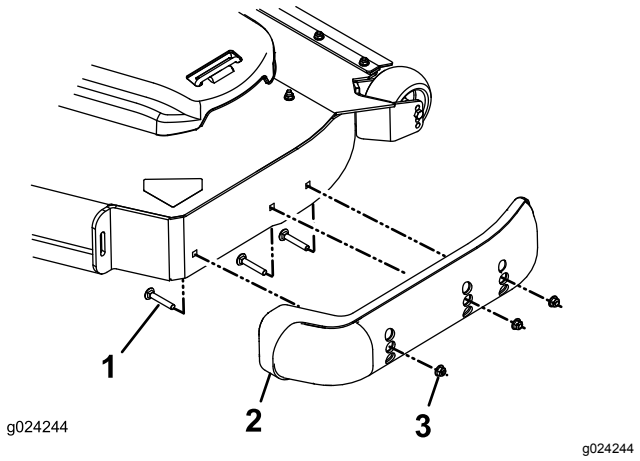

Figure 37
3. Retirez les boulons de carrosserie et les écrous de chaque patin (Figure 37).